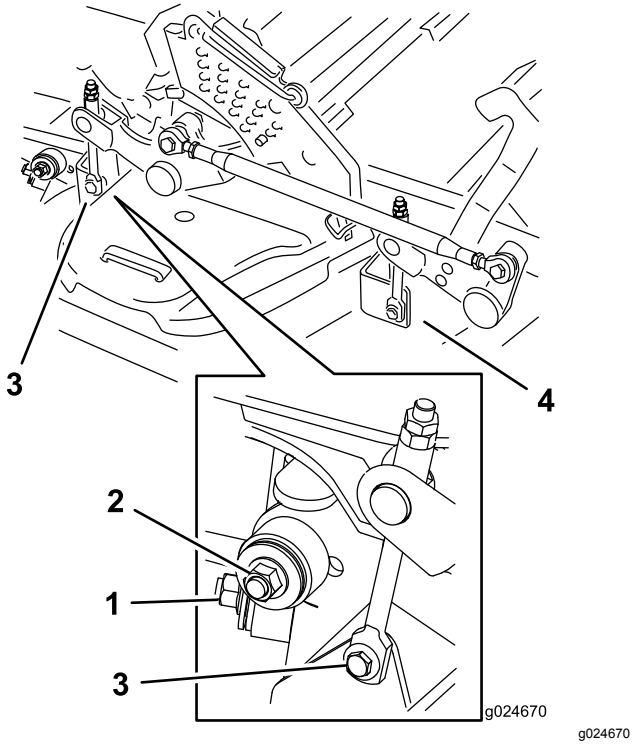

Figuur 121
7. Verwijder de bevestigingsmaterialen aan beide zijden van het maaidek zoals wordt getoond in Figuur 121 en bewaar deze materialen.